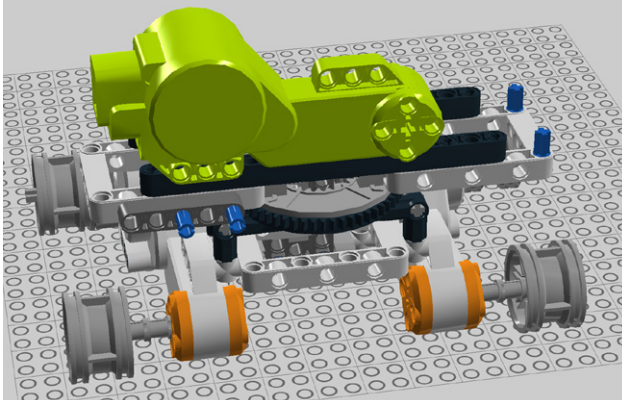

Figure 7-57. *Step 50: Placing the motor*
50. Rest a motor on top of the cross block. The holes to the motor's left will line up with the double cross block as shown in Figure 7-57.